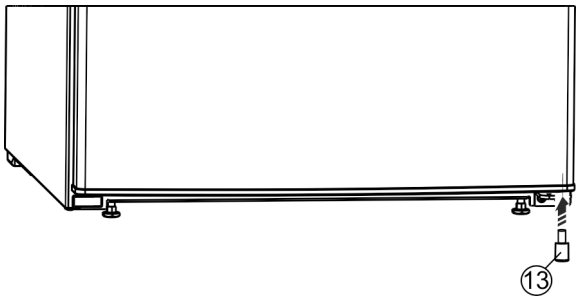

Fig. 11
▶ Remontați distanțierul *Fig. 11 (13)* în partea inferioară dreaptă a ușii, deoarece este important pentru stabilitatea aparatului.